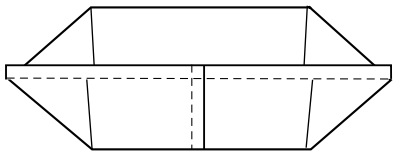

fig.2 El tubo es grande
- las líneas de pliegue no están la una enfrente de la otra (fig. 2 a 4). Ir al punto 5.